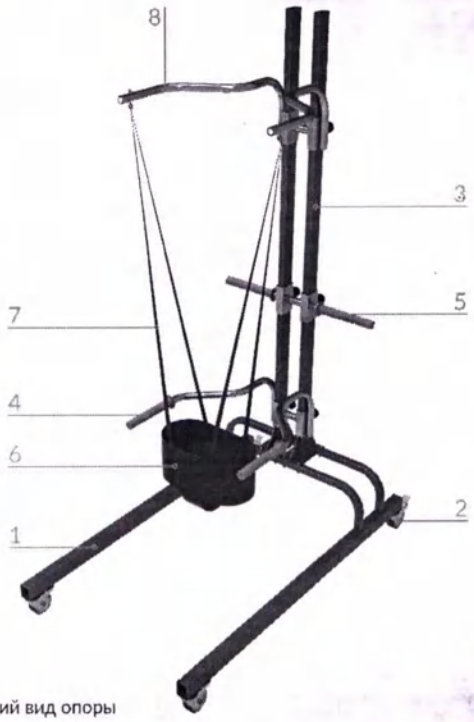

Рис. 2 – Общий вид опоры
Опора (см. рис. 2) состоит из основания (1), на котором установлены колёса (2) с тормозами. На основании (1) закреплены вертикальные стойки (3), к которым крепятся поручни (4) для пользователя и ручки (5) для удобства перемещения опоры.